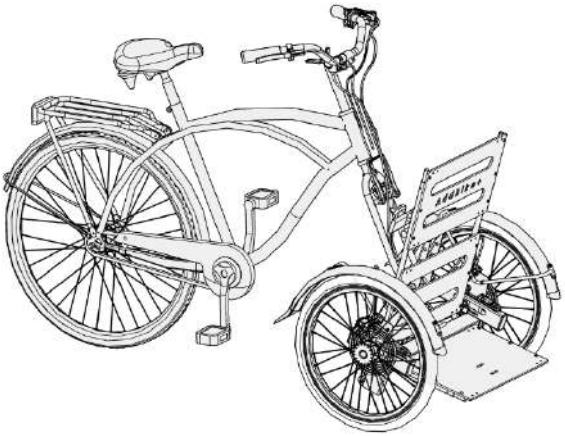

Abbildung 34 - Ihr AddBike+ und Ihr Fahrrad in Position
- Stellen Sie das AddBike+ vor Ihr Fahrrad, sodass die Vorderkante des Sitzes den Boden berührt (siehe Abbildung 34);